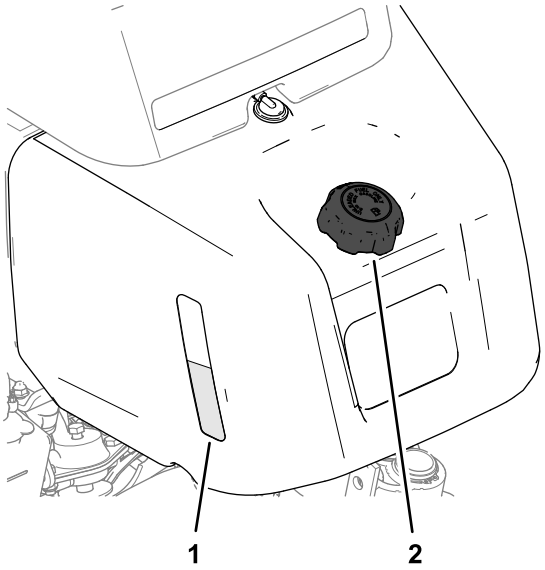
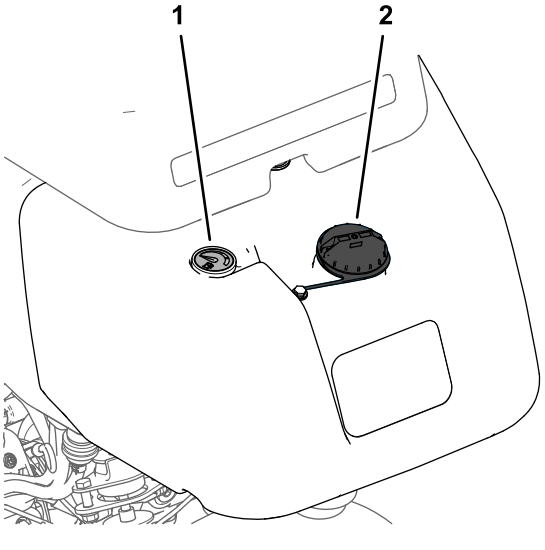

**Figuur 24**
**Figuur 25**
1. Reinig de omgeving van de tankdop en verwijder deze (Figuur 24 of Figuur 25).